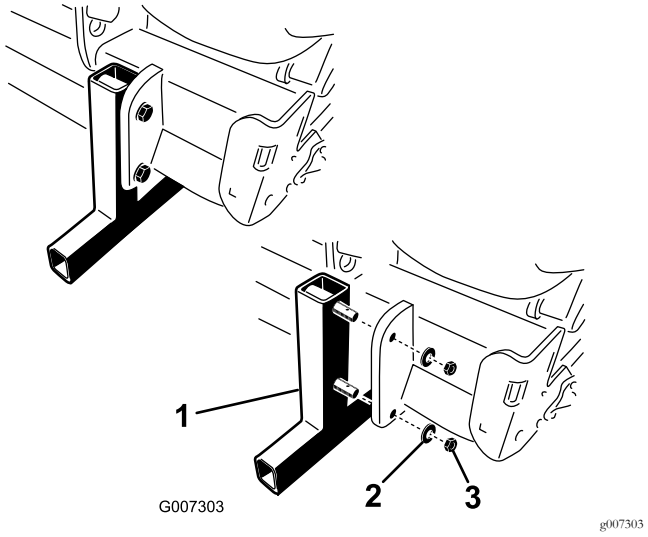

**Figur 19**
2. Fjern de møtrikker og låseskiver, der fastgør støttebenene til dybdelufteren (Figur 19).
4. Sæt ringstifterne (medfølger i løsdelene) i støttebenenes stifter med henblik på opbevaring (Figur 19).